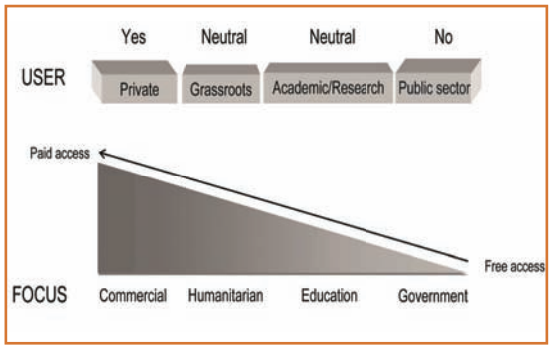

Figure 3, Users' perspectives and the implications for payment for geographic data.
▲ *Figure 3, Simulation of wind currents based on grids with different resolutions.*
Pairwise ICP improves the scan pose estimates, but registration errors mount up when adding more scans. Simultaneous Localistion And Mapping (SLAM) algorithms use loop closings to minimise the extent of such errors. The recently presented globally consistent scan matching algorithm, which is a bundle adjustment solution for 3D scans, extends the ICP algorithm. The input is *n* point clouds and its output is improved pose estimates for all scans. In an ICP-like fashion, the algorithm iteratively calculates the closest points between all scan pairs as specified in the SLAM graph. Using these point pairs, an improved pose based on least square error minimisation is calculated. Figure 3 shows a scene in Horn, Austria, where the scans have been registered with ICP and its globally consistent extension. Notably, this algorithm does not require any feature extraction.
▶ *Figure 3, Top: Registration of 3D point clouds by incrementally applying ICP results in a noticeable error. Middle and bottom: By applying the globally consistent scan matching, these errors are removed and the intrinsic accuracy is improved.*
By cross-tabulating the responses received to the question 'Are you willing to pay for data?' with the relevant organisation's status, a definite pattern emerges. Based on the perspectives of geographic data users, this produces the 'Yes' group, the 'No' group and the 'Neutral' group (Figure 3).